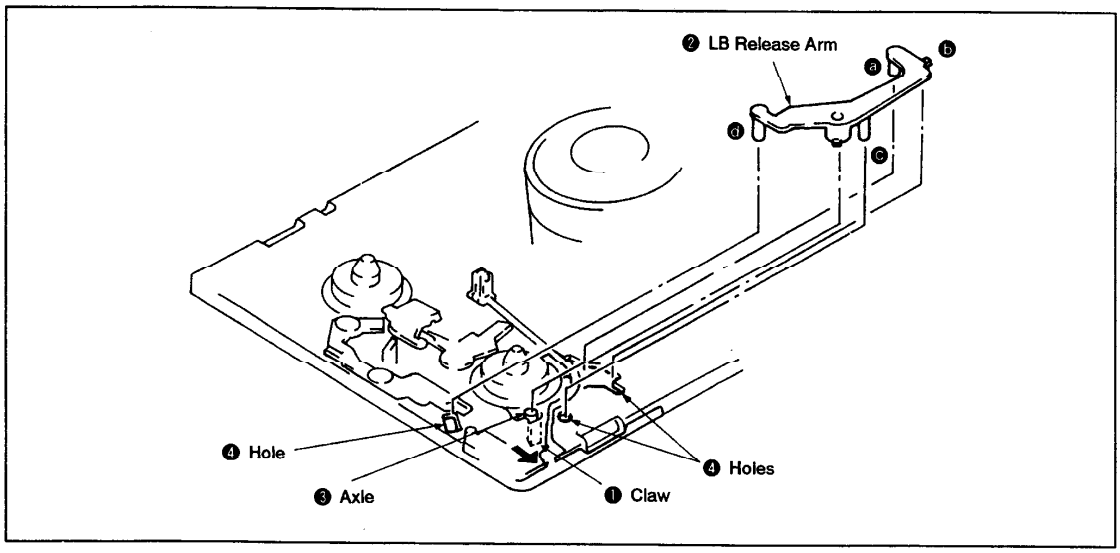

Fig. 3-6.
1. Removal (See Fig. 3-6.)
1) While pushing the claw ❶ in the direction of the arrow, remove the LB release arm ❷.
2. Installation (See Fig. 3-6.)